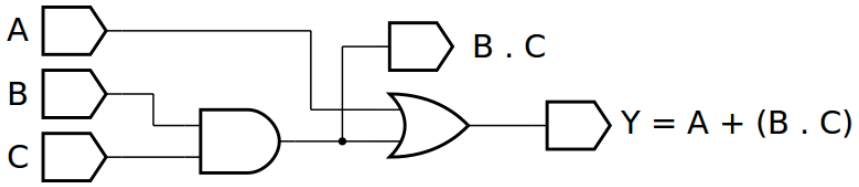
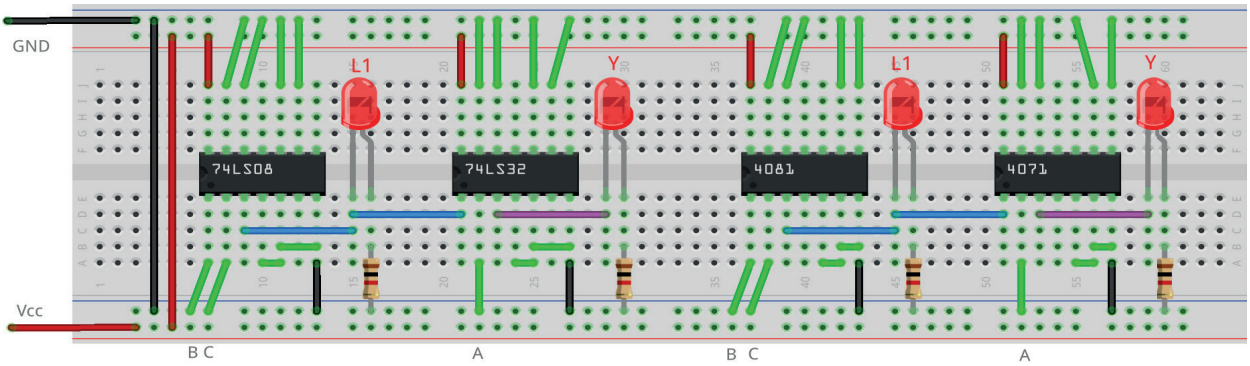

Figura 4.25 – Diagrama esquemático.
Figura 4.27 – Placa de montagem com componentes.
1. Monte o circuito da figura 4.25 conforme mostrado na figura 4.27, na placa de montagem.
6. Simule o circuito da figura 4.25 em um software de simulação para computador (SmartSim, Atanua ou Qucs) e compare com a tabela 4.9.